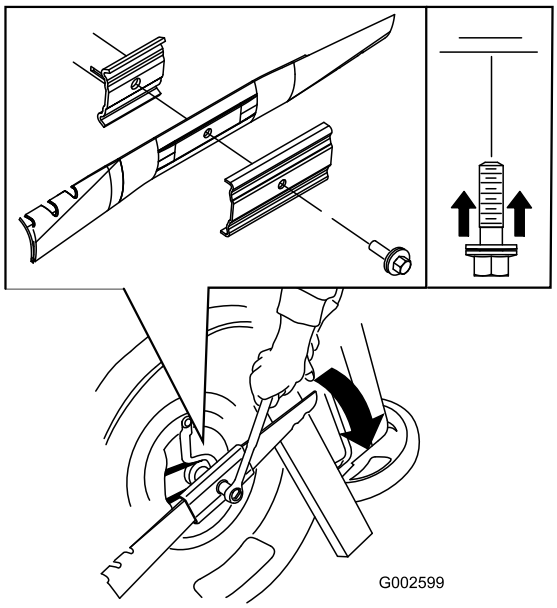

Figura 38
3. Usate un blocco di legno per tenere ferma la lama (Figura 38).
4. Togliete la lama e conservate la bulloneria di montaggio (Figura 38).
5. Montate la nuova lama usando la bulloneria di montaggio (Figura 38).